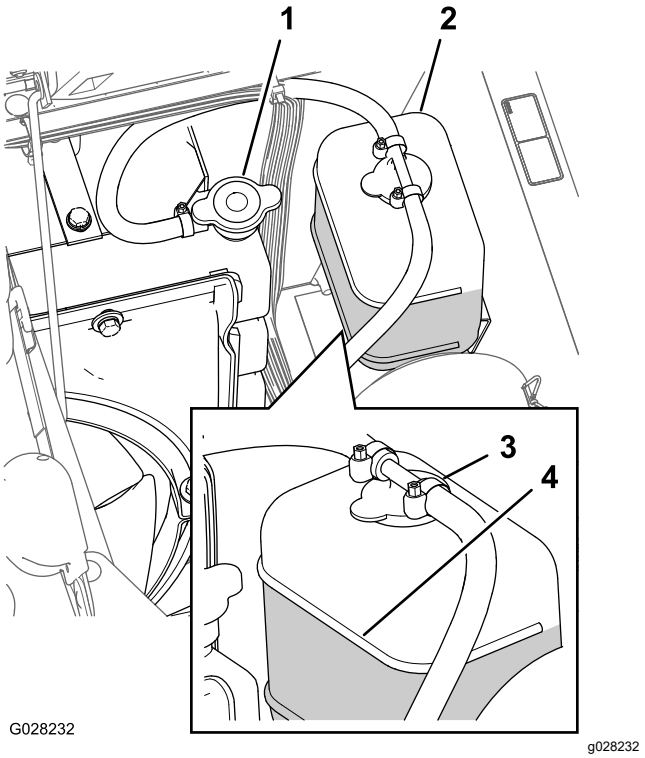

Рисунок 103
3. Осторожно снимите крышку радиатора и крышку расширительного бачка (Рисунок 103).
Примечание: Радиатор должен быть заполнен до верха заливной горловины, а расширительный бачок должен быть заполнен до отметки «Полный» на бачке (Рисунок 103).
5. Если уровень охлаждающей жидкости низкий, снимите крышку расширительного бачка и крышку радиатора, долейте жидкость в расширительный бачок до отметки «Полный» и в радиатор до верха заливной горловины (Рисунок 103).
6. Установите крышку радиатора и крышку расширительного бачка (Рисунок 103).
2. Подождите, когда двигатель остынет, затем снимите крышку радиатора (Рисунок 103).
6. Снимите крышку радиатора (Рисунок 103).
8. Запустите двигатель с незатянутой крышкой на радиаторе (Рисунок 103).
10. После прогрева охлаждающей жидкости доведите уровень охлаждающей жидкости до уплотнительной поверхности и затяните крышку (Рисунок 103).
11. Откройте крышку расширительного бачка и заполните бачок охлаждающей жидкостью до уровня Cold (Холодный) (Рисунок 103).